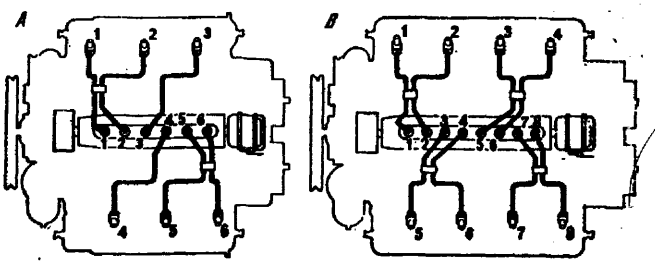

Рис. 31. Порядок соединения топливопроводов высокого давления: А — V6; В — V8
5. Соединить секции насоса с форсунками топливодроводами высокого давления в порядке, показанном на рис. 31.